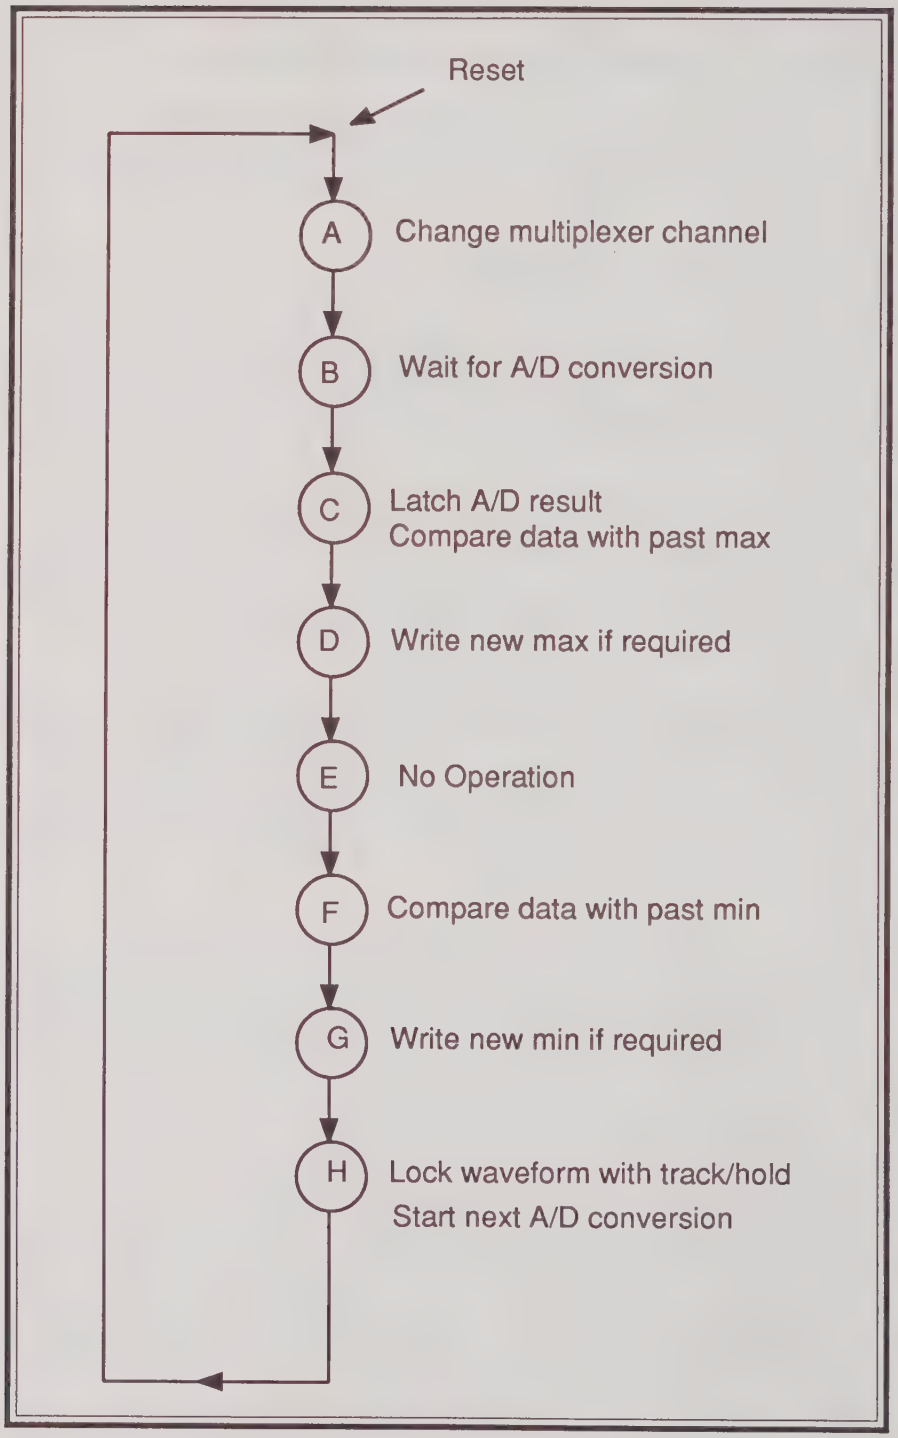

Figure 4-6. Sampling State Diagram
The MT-9500 records analog waveforms by (1) sampling the waveforms at high speed, (2) converting the samples into line segments, and (3) printing these segments on the chart. The circuitry that controls waveform sampling can be described as a "state machine." This refers to the fact that the circuit is driven from one state of operation to the next at a fixed clock rate. Figure 4-6 is a simplified diagram of the states through which the sampling circuitry sequences. The sampling sequence is repeated for each channel in turn. The sequence is repeated at a fixed rate for the duration of recorder operation.